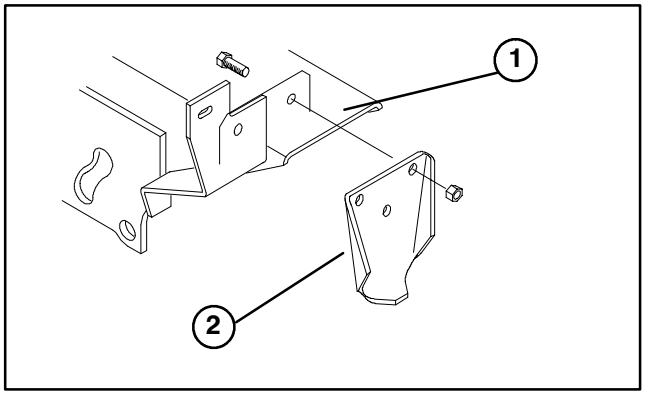

Figure 2
1. Mount an axle stop to each side of rear frame member with (3)1/2 – 13 x 1–1/4" lg. capscrews and locknuts. Position stops as shown in figure 2.